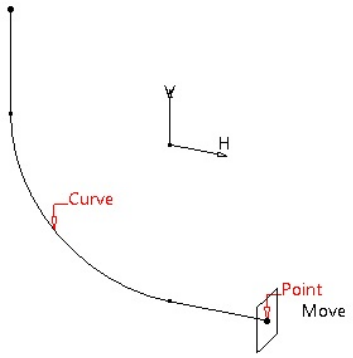

Figure 9-95 *Plane created normal to the path*
b. Create the profile of the rib feature, refer to Figure 9-95.
2. Select the sketch and create the plane at the endpoint of its horizontal entity, as shown in Figure 9-95.